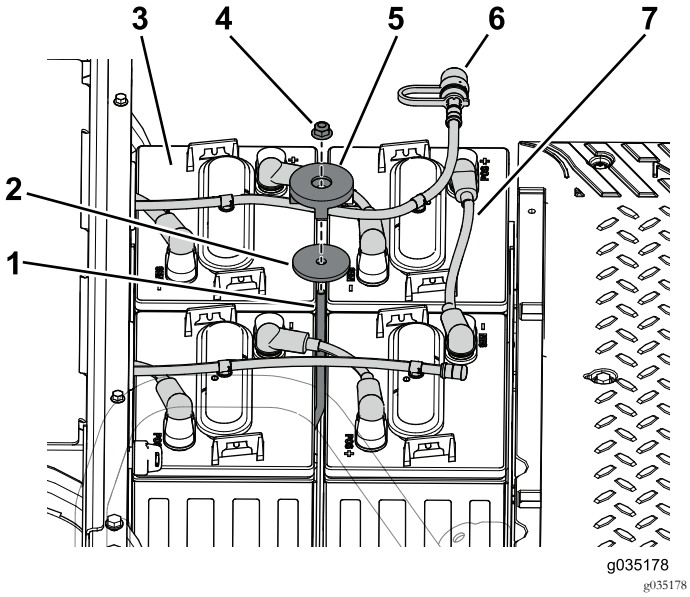

Figur 56
1. Fjern flangemøtrikken, batteritilholderen og skiven, der fastgør batteriet til batteribakken (Figur 56).
2. Frakobl vandingsslangen fra batterierne i den forreste batteribakke (Figur 56).